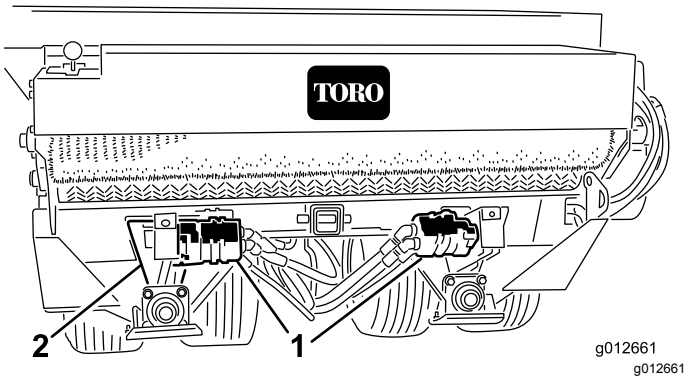

Figur 17
2. Lossa vagnsskruvarna och muttrarna som fäster hydraulmotorn/-pumpen på axelhållaren (Figur 17).
3. Vrid motordrevet (Figur 17) tills hjuldrivningskedjan böjs 3,2 mm.